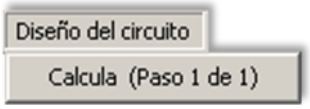

Figura D.13.Despliegue del menú Diseño del Circuito.
- **Menú Diseño del Circuito.** Este campo permite realizar el diseño del circuito Steinmetz (ver Figura D.13):